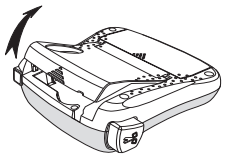

Figura 3
1. Para abrir el compartimento del cartucho de cinta suelte la tapa. Ver Figura 3.